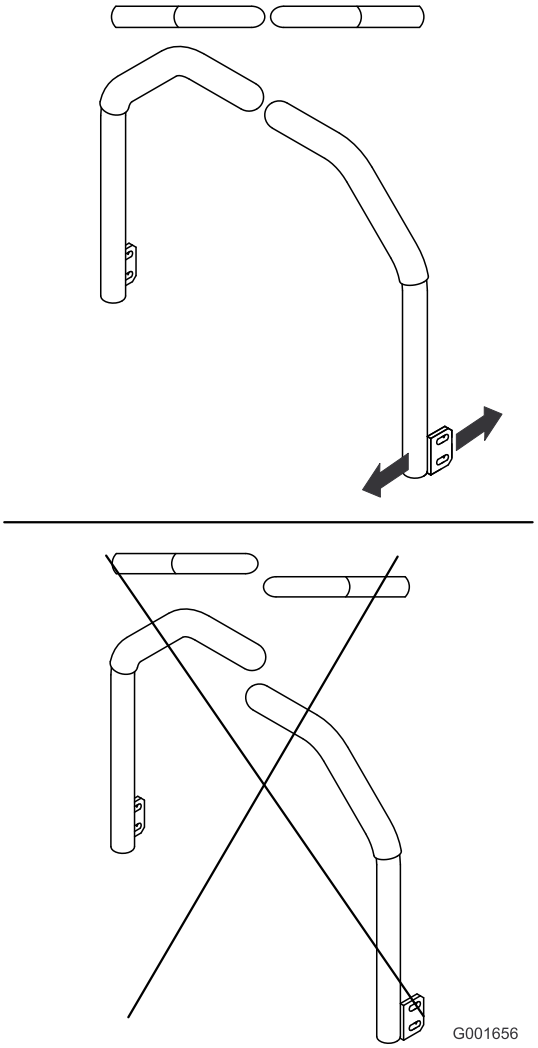

**Rysunek 59**
5. Wyreguluj dźwignie sterowania tak, aby były one wyrównane (), a następnie dokręć śruby, mocując dźwignie do trzpieni (Rysunek 59).